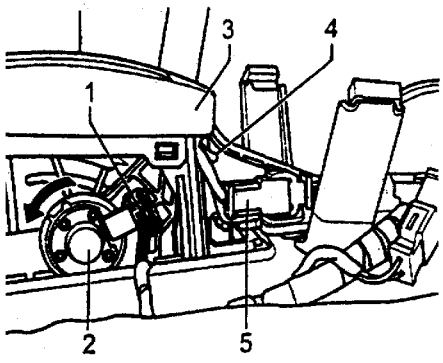

图 3－20
(13) 拆下螺母 7（共 4 个），向下拆出安装支架 2，见图 3－19 所示。